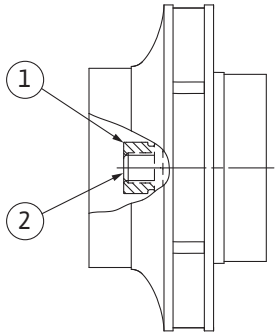

Fig. 107: Correct position of the impeller nut after installation
8. Hold the shaft with open-end wrench (22 mm width across flats) and tighten the impeller nut to the prescribed tightening torque (see table “Tightening torques” [▶ 29]). The nut (Fig. 107, Item 1) has to be about ±0.5 mm flush with the shaft end (Fig. 107, Item 2). If this is not the case, release the nut and repeat steps 4 – 8.